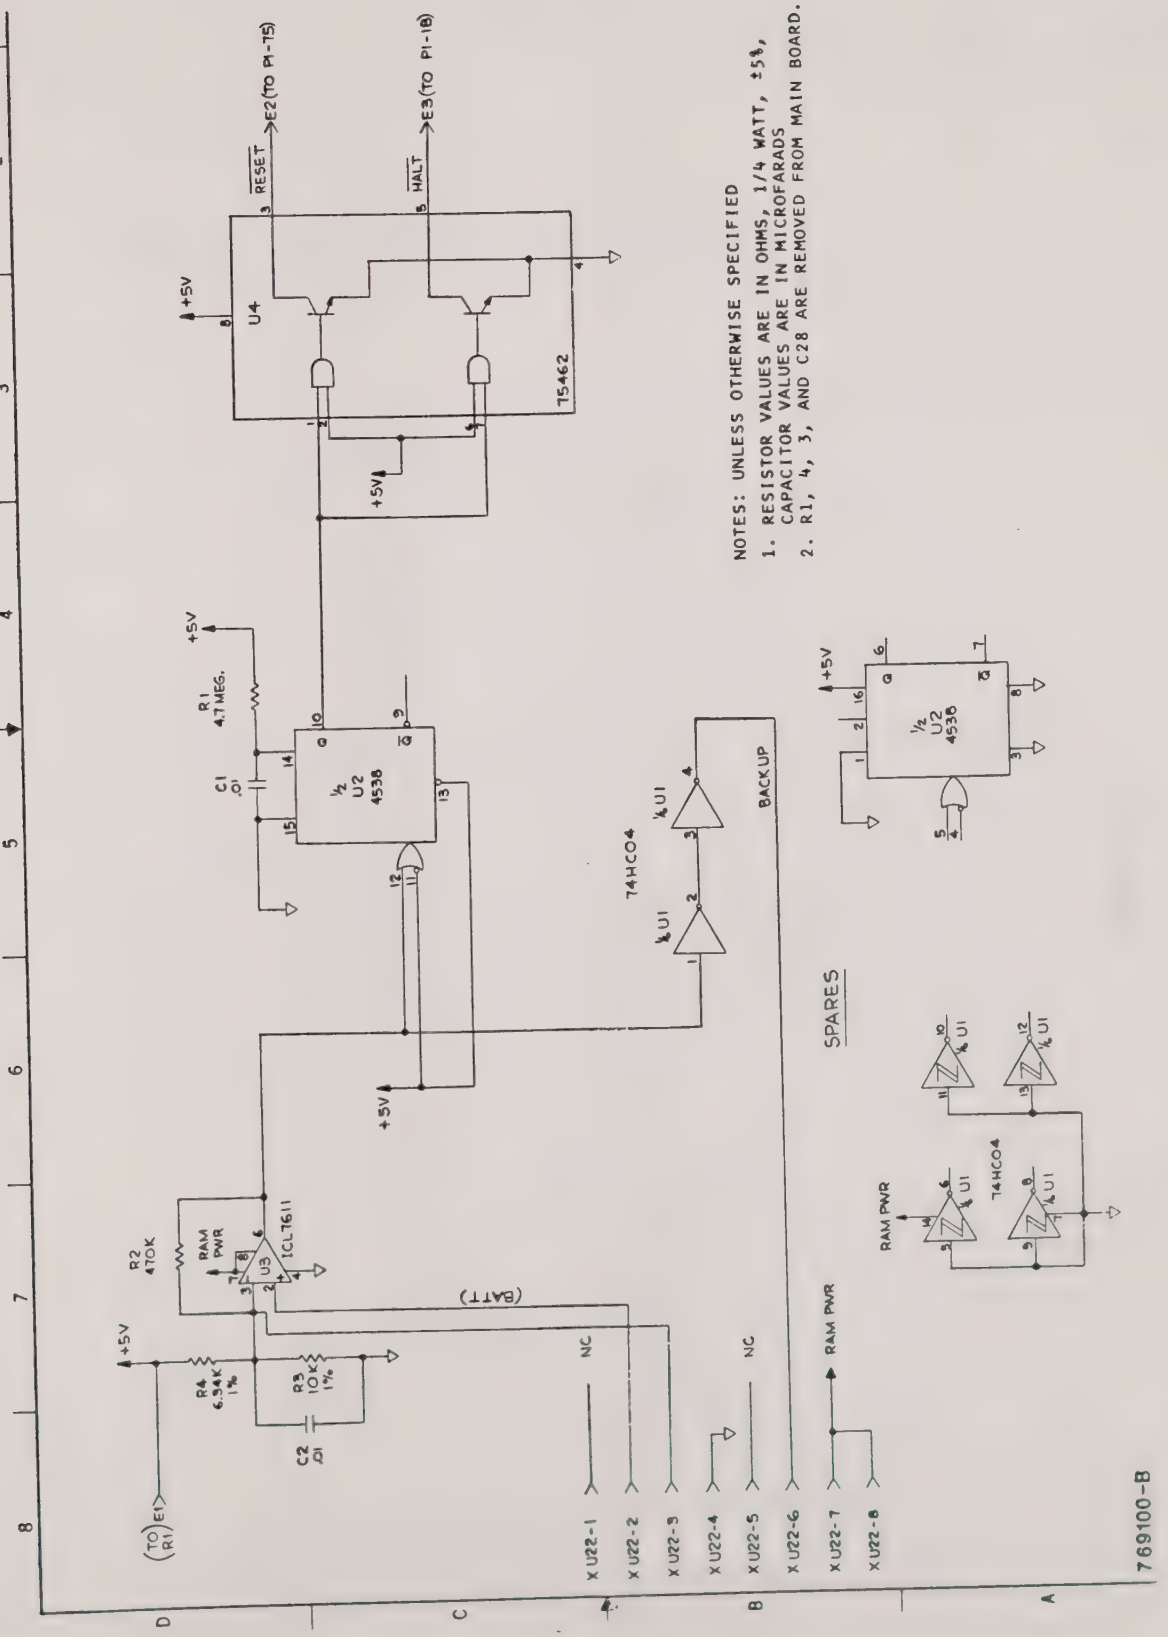

Figure 7-3A. Memory CCA Reset Adapter, Schematic Diagram
5. Add figure 7-3A as shown in this document.